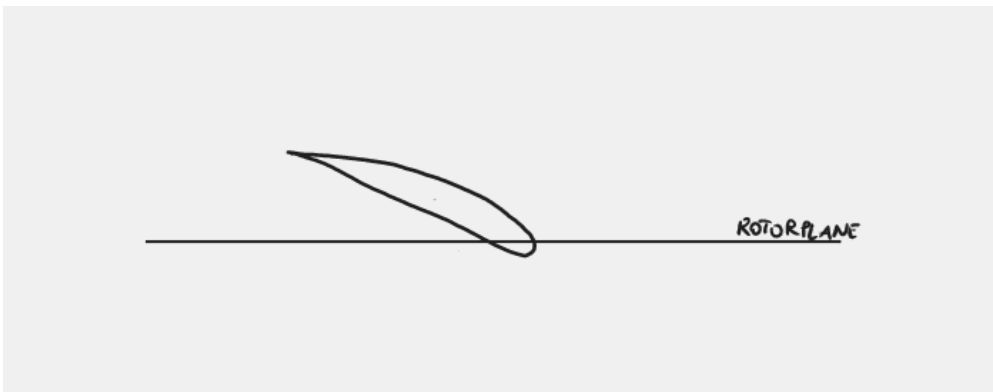

Figure 3: Sketch of wind turbine airfoil.
2. Draw a sketch like the one in Figure 3. Draw the velocity triangle that consists of the incoming wind speed, the rotationally induced wind speed and the relative wind speed, at the blade tip, assuming a tip speed ratio of $\lambda = 4$ and an axial induction of $a = 0.3$. The drawing must be at an aspect ratio of 1:1 (true angles). Mark the flow angle ϕ.